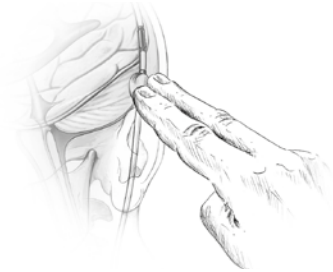

Fig. 7: Localización de la unidad ajustable gravitacional
1. La unidad gravitacional ajustable está situada debajo de la piel (véase la Fig. 7).